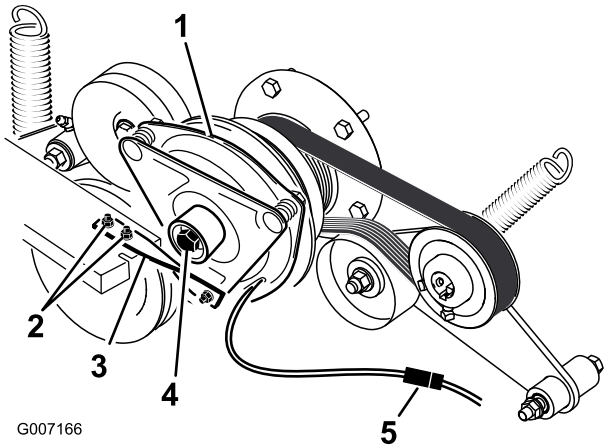

Figur 60
6. Koble fra clutchens elektriske kobling (Figur 60).
7. Fjern de to boltene som fester clutchens gummistropp til rammen på gressklipperen (Figur 60).
8. Fjern sentreringsbolten som fester clutchen til motorakselen og fjern clutchen og nøkkelen (Figur 60).
15. Hold i veivakselen bak på maskinen mens du monterer sentreringsbolten, og stram sentreringsbolten til med 68 Nm (Figur 60).
16. Monter clutchens gummistropp til rammen på gressklipperen med de to boltene og mutrene du fjernet tidligere (Figur 60).
18. Koble til clutchens elektriske kobling (Figur 60).